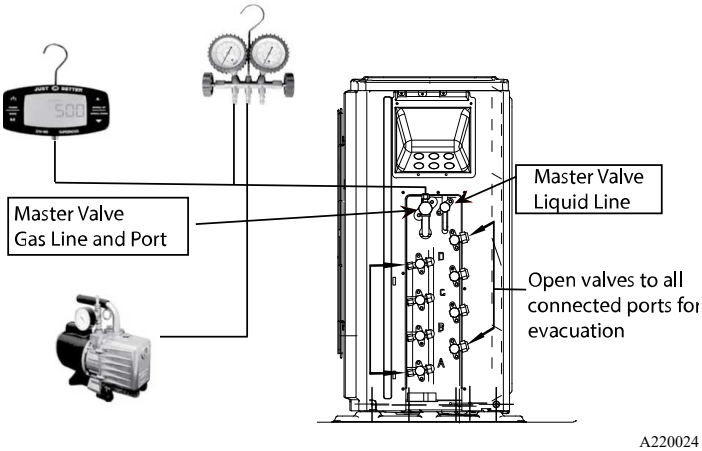

Fig. 28 —Evacuation Instructions - Outdoor Unit
2. Connect the manifold gauge (low side hose) to the main service valve (5/16 port, use the adapter to fit a 1/4" hose) to evacuate all circuits at the same time (see figure 28